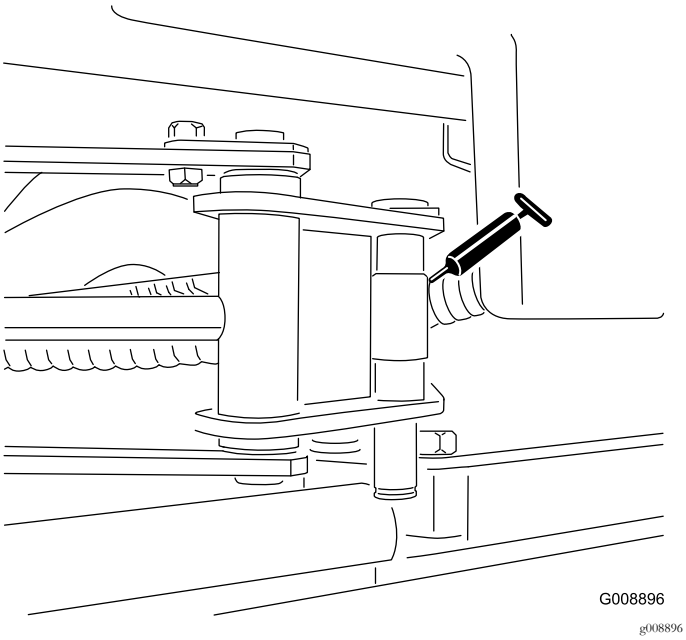

Figur 52
- Sidspolens cylinderändar (2, endast på modell 03171) (Figur 52)